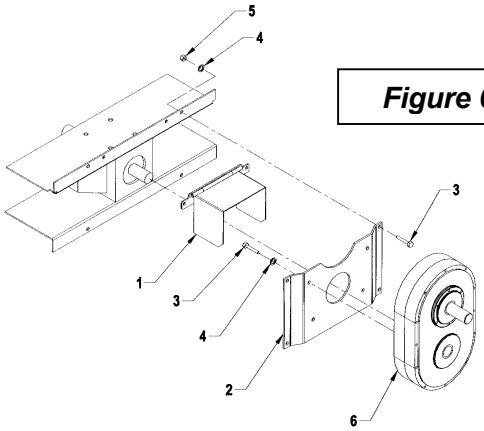

Figure 6
Installation of Reduction Box 8097 (Option) (Figure 6)
Adjustment and Maintenance of the Reduction box (Figure 6 – 7)
2. Adjust the chain's tension after ten (10) hours of operation. To do so, check the play between the reduction box input shaft (Fig.6, item 6) and the output shaft by turning the input shaft both ways without the output shaft turning. A play of 10° or 15° requires an adjustment: